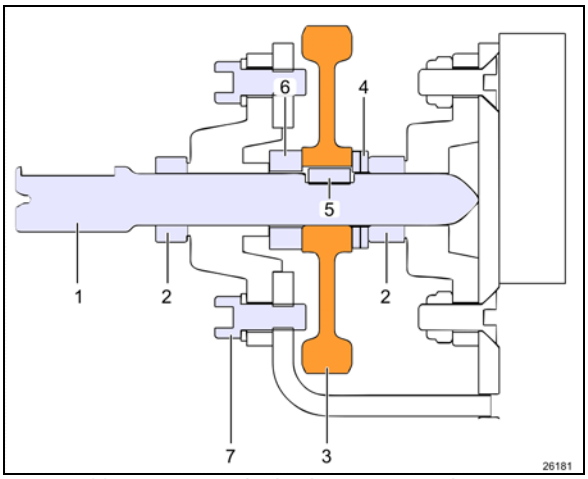

FIGURE 39: VUE DE SECTION DE L'ENSEMBLE DE PIGNON
1. Dévisser toutes les vis de pression sur les fourches de l'arbre d'entrainement (item 4 dans les TABLEAUX DES COUPLES DE SERRAGE). Glisser l'arbre d'entrainement vers le réducteur pour enlever la fourche de l'arbre de pignon. (Item 1, Figure 39)